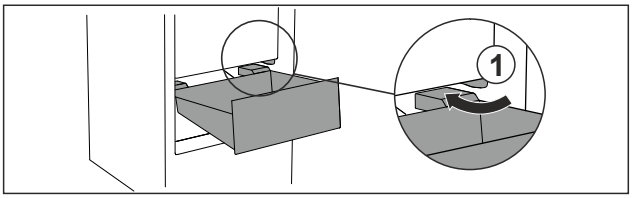

Fig. 94
▶ Guider le tiroir en biais en contournant les butées *Fig. 94 (1)*.